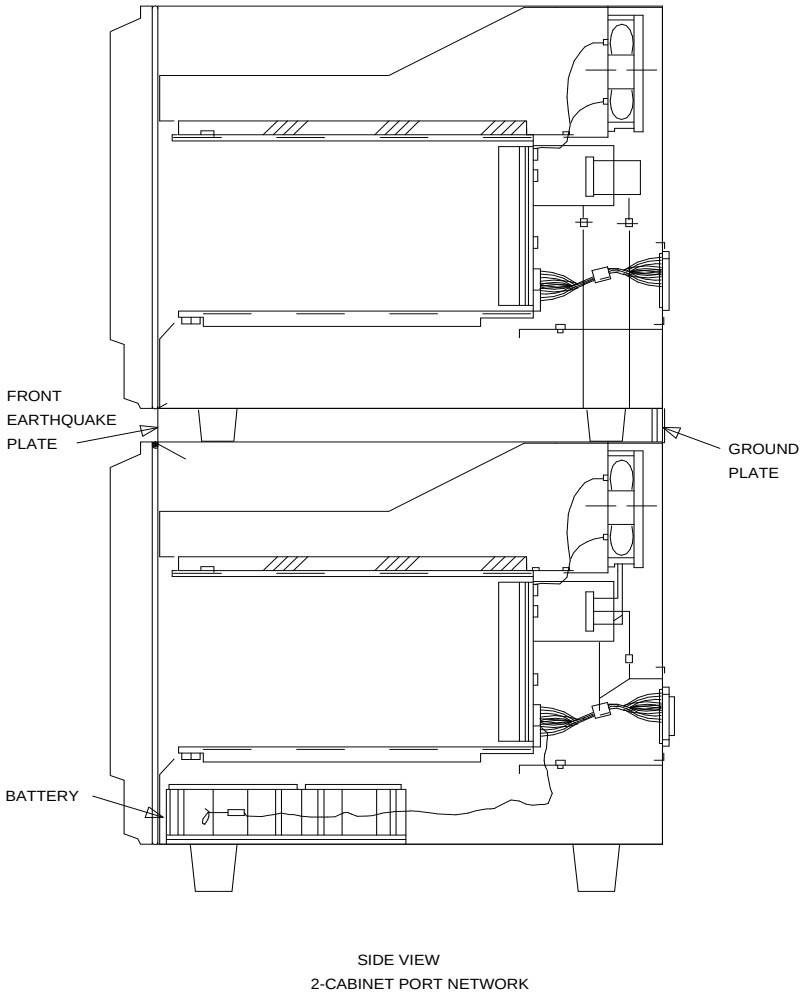

Figure 5-43. Locations of Ground Plate, Earthquake Front Plate, and Battery
6. At the front of the cabinet, line up the earthquake front plate with the holes at the top and bottom of the cabinet (see Figure 5-43). Install the eight screws, but do not tighten.